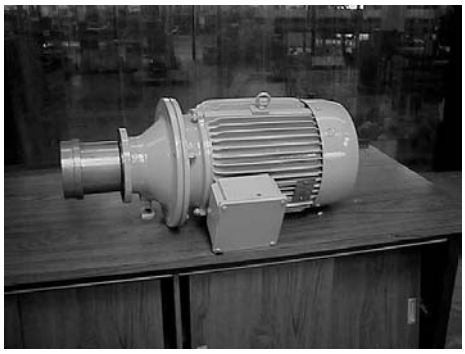

Fig. 17
5.26 Remove the Motor Adaptor Retention Screws (43.S42) from the Coupling Housing and remove the Electric Motor complete with the Outer Magnet Ring (51.51) and Motor Adaptor Assembly (45.45). - **Fig. 17**